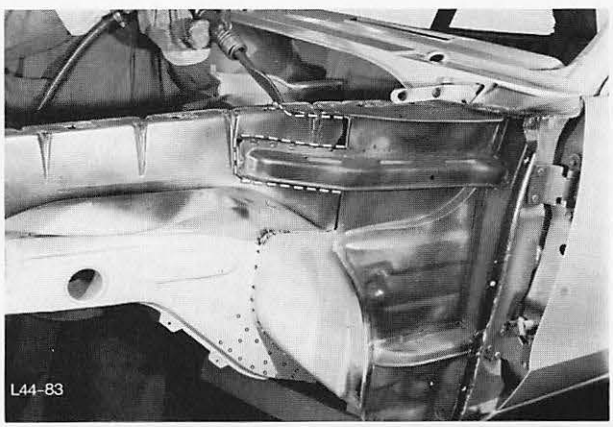

Abb. 101 Stehblech von Seitenblech trennen
7. Stehblech an Spritzwand und Seitenblech trennen, Abb. 101.